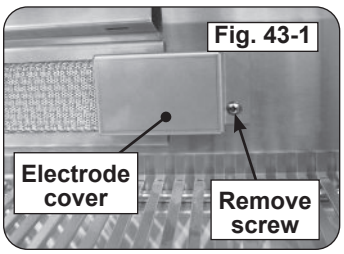

Fig. 43-1
3. Remove the electrode cover by first removing the screw, sliding the cover to the right, then outward. See Fig. 43-1.